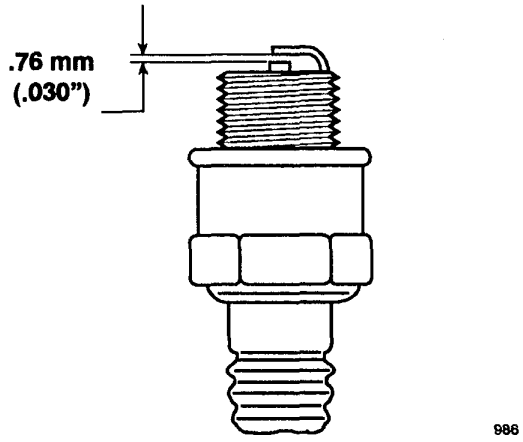

Figure 18
3. Set air gap at 0.76 mm (0.030") (Fig. 18). Install correctly gapped spark plug and gasket seal. Tighten plug firmly to 20 N·m (15 ft-lb).